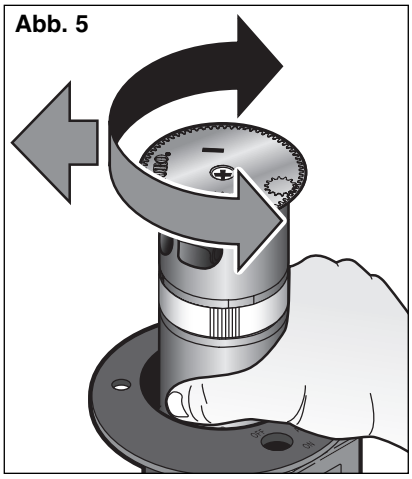

Abb. 5
3. Prüfen, ob der linke Anschlag mit dem linken Rand der zu bewässernden Fläche übereinstimmt. Den rastenden Aufsteiger ggf. im oder gegen den Uhrzeigersinn so einstellen, dass sich der linke Anschlag des Regners an der richtigen Stelle befindet. Siehe **Abb. 5**.